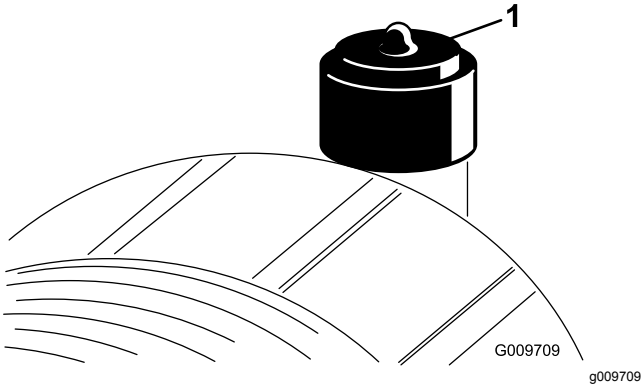

Figur 49
Overhal filteret på luftrenseren kun når indikatoren (Figur 49) tilsier det. Hvis du skifter filteret før det er nødvendig, øker det bare risikoen for at det kommer inn smuss i motoren når du fjerner filteret.
10. Tilbakestill indikatoren (Figur 49) hvis den viser rødt.